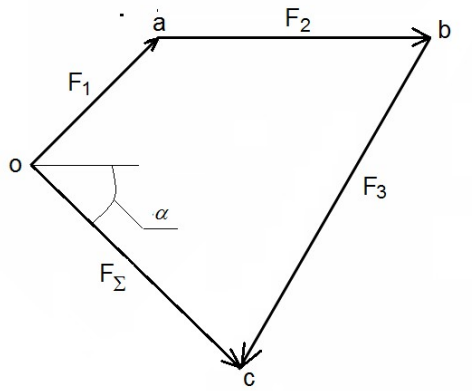

Рисунок 1.3
3. Строим силовой многоугольник (рисунок 1.3). Из произвольной точки о откладываем отрезок оа, изображающий вектор силы F_1. Следует помнить, что силы необходимо строить так, как они заданы на рисунке, т.е. с учетом расположения сил под определенными углами и с учетом их направления. К концу отрезка oa (сила F_1) достраиваем отрезок ab, изображающий вектор силы F_2. Далее к концу отрезка ab достраиваем отрезок bc, изображающий вектор силы F_3. Проводим равнодействующую силу – это будет вектор, выходящий из начала первого вектора (точки о) и идущий в конец последнего вектора (к точке с)